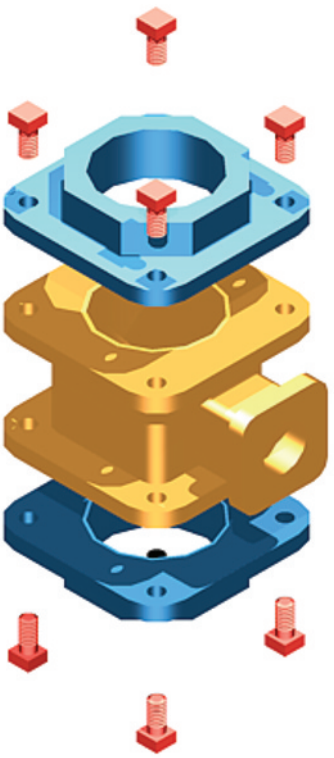

Fig. 17.11 Second example – **UCS**
18. Finally move all the parts away from each other to form an exploded view of the assembly (Fig. 17.11).